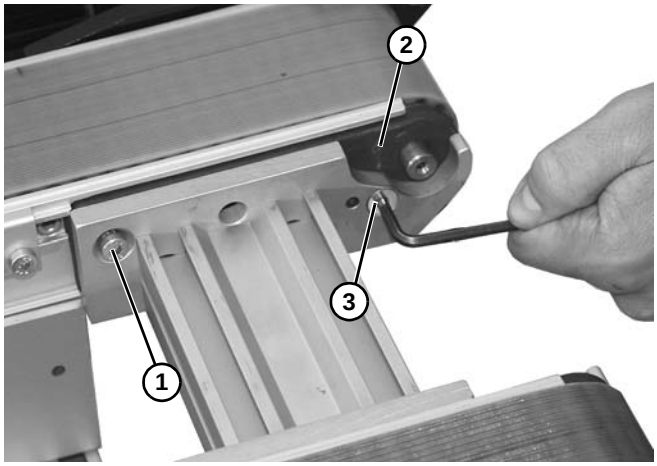

Figure 26
2. Installer la vis **(Figure 26, élément 1)** sur la plaque de broche **(Figure 26, élément 2)**.
3. Installer la vis **(Figure 26, élément 3)** pour fixer la face avant de la plaque. Répéter sur le côté opposé.